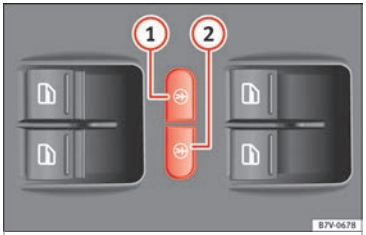

Afb. 136 In het bestuurdersportier: knoppen van elektrische kinderslot.
Het elektrische kinderslot voorkomt dat de schuifdeuren en elektrische ruiten in de schuifdeuren van binnenuit kunnen worden geopend of gesloten zodat kinderen niet per ongeluk tijdens het rijden een portier openen. Met de linker- ››› **afb. 136** ① of rechterknop ② wordt het kinderslot links- of rechtsachter respectievelijk geactiveerd.
Inschakelen:	Op de knop ››› **afb. 136** ① of ② drukken.